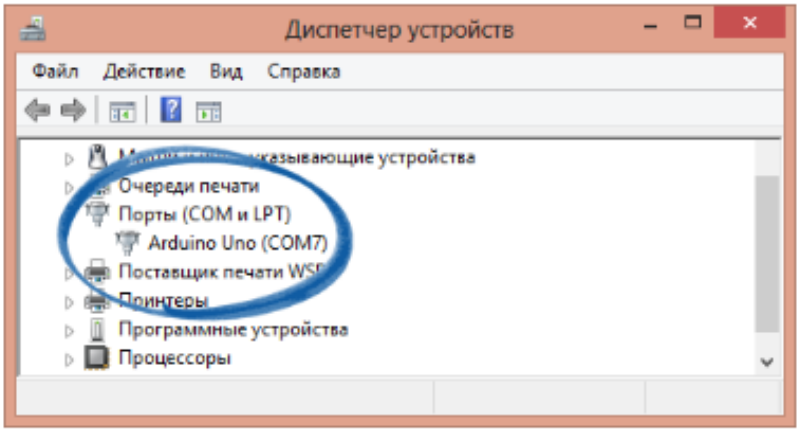

Рисунок 11.Диспетчер устройств
- Чтобы настроить Arduino IDE на работу с ArduinoUno, нам необходимо узнать, какой номер COM-порта присвоил компьютер ArduinoUno. Для этого нужно зайти в «Диспетчер устройств» Windows и раскрыть вкладку «Порты (COM и LPT)». На экране появится окно Диспетчера устройств (Рис.11):